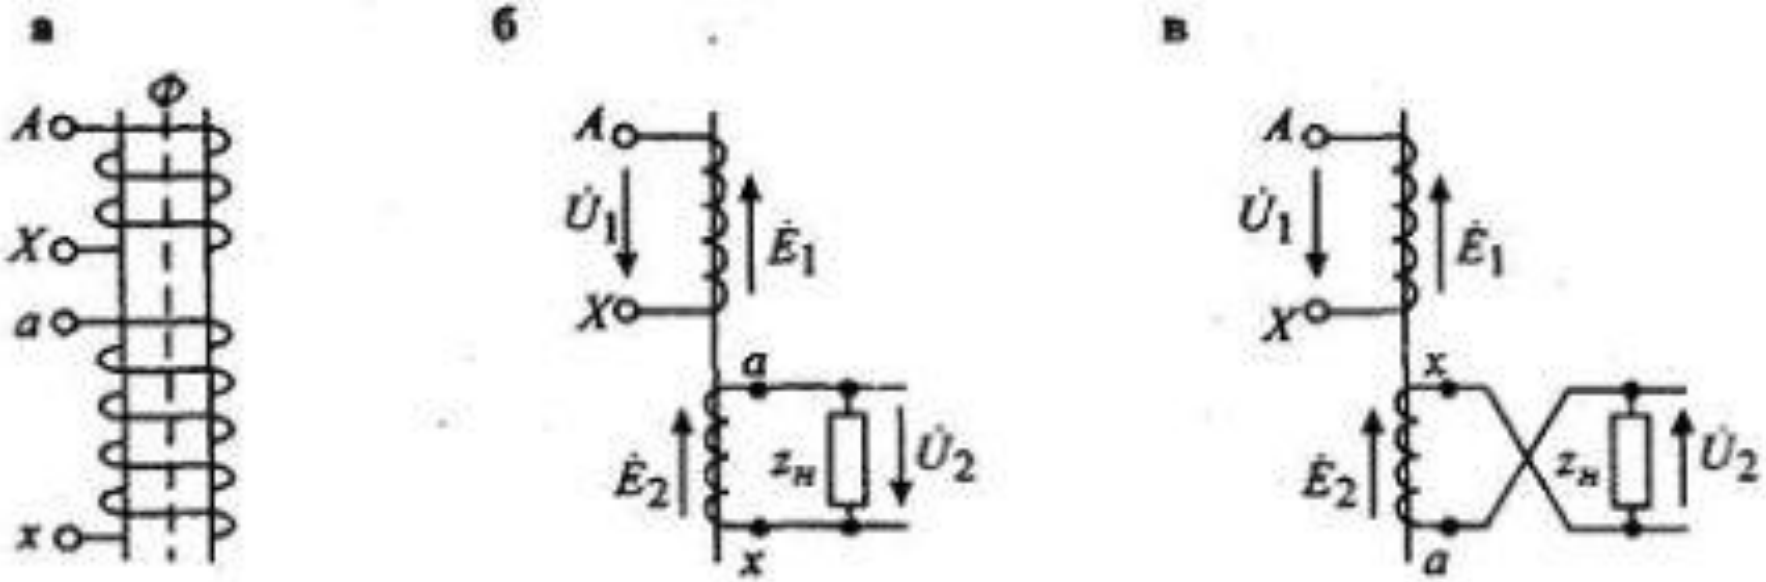

Рис. 2.
- Обе обмотки расположены на одном стержне и имеют одинаковое направление намотки (рис. 2а).
- Тогда ЭДС *E1* и *E2* будут совпадать по фазе и соответственно будут совпадать напряжение сети *U1* и напряжение на нагрузке *U2* (рис. 2 б).
- Если теперь во вторичной обмотке принять обратную маркировку зажимов (рис. 2 в), то по отношению к нагрузке ЭДС *E2* меняет фазу на 180°. Следовательно, и фаза напряжения *U2* меняется на 180°.